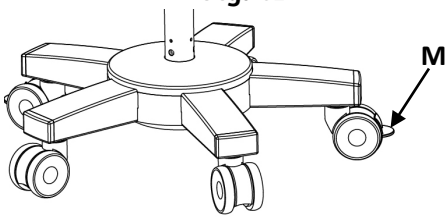

Fig. 43
Locks the stand from unwanted movement by pressing down the three brakes provided on caster wheels. To unlock press upper portion of brake. See (M) Fig. 43.